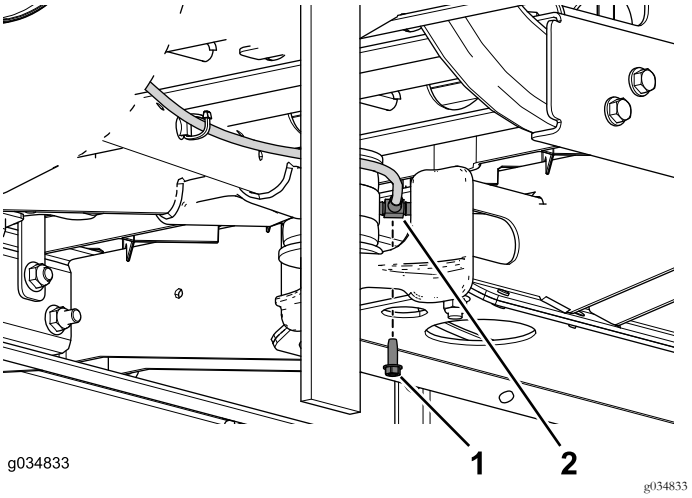

Bild 18
5. Entfernen Sie die Blechschraube, mit der das T-Anschlussstück am mittleren Kanal befestigt ist (Bild 18).